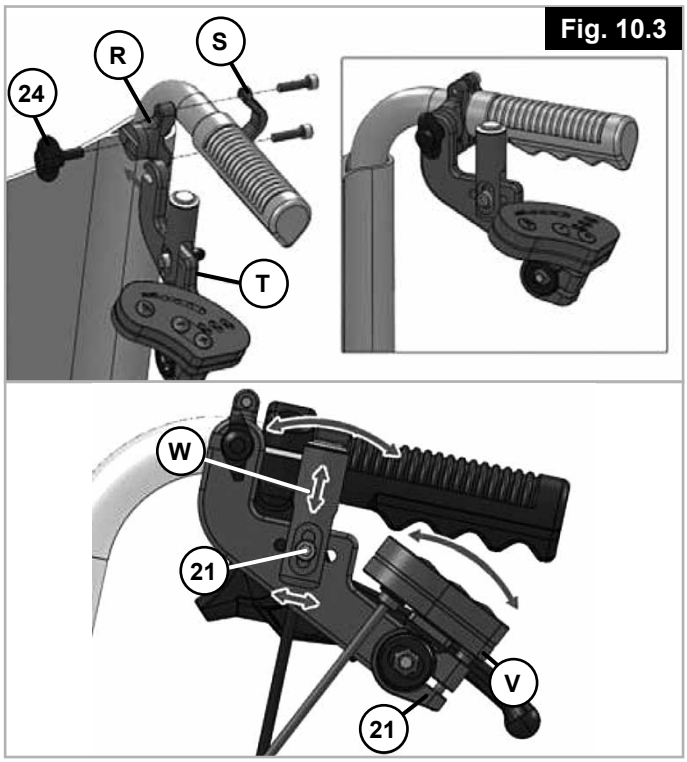

Fig. 10.3
10.3 Montage de l'unité de commande (Fig. 10.3)